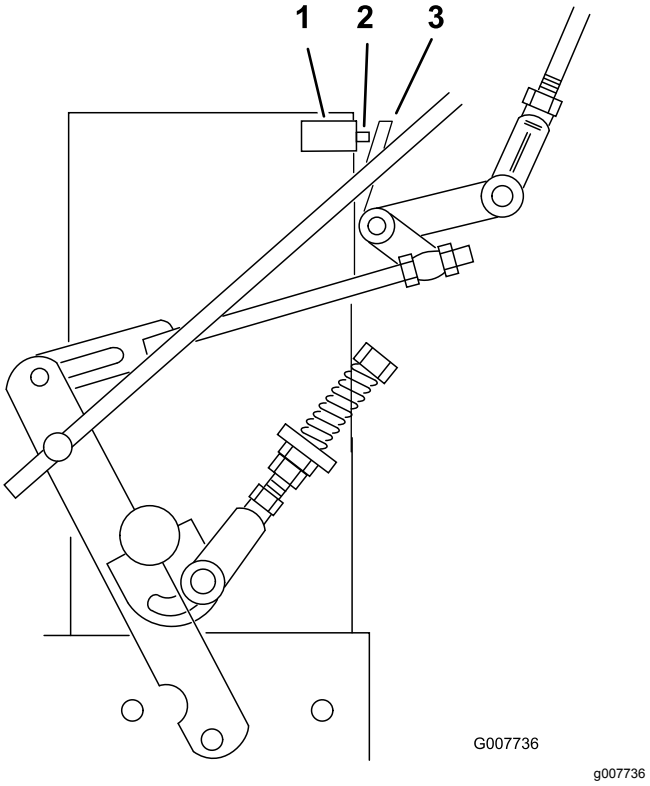

Figur 33
7. Kontroller, at sikkerhedskontakten er trykket ned, og at der er 8 mm afstand mellem aktiveringstappen og kontakten (Figur 33).
8. Hvis det er nødvendigt, justeres kontaktens placering til en afstand på 8 mm (Figur 33).